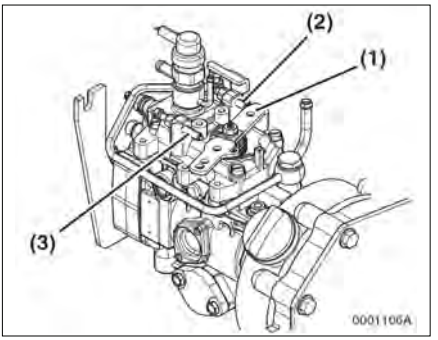

Figure 5-12
1. Check that the governor lever **(Figure 5-12, (1))** makes uniform contact with the low **idle (Figure 5-12, (2))** and high idle **(Figure 5-12, (3))** speed limit screws when the engine speed control is in the high idle speed or low idle speed position.